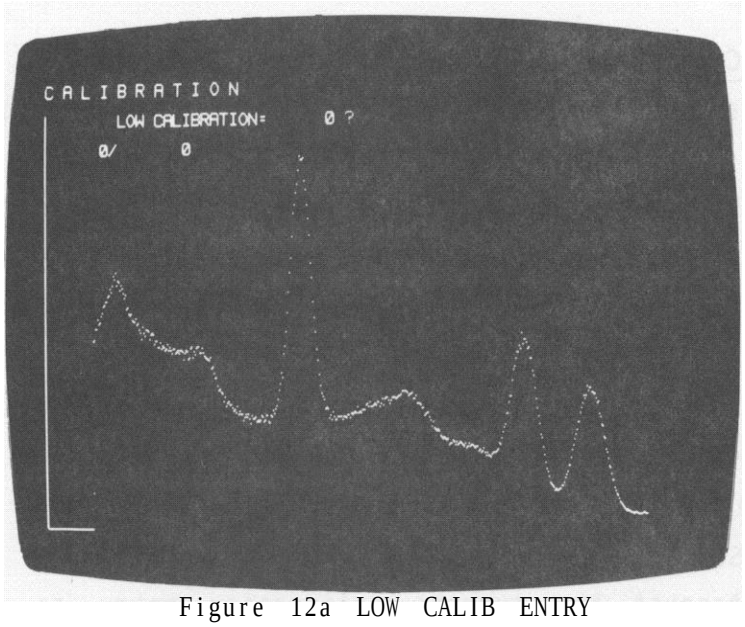

Figure 12a LOW CALIB ENTRY
d) Press CALIBICHN NO. As shown in figure 12a, the display will ask for the lower calibration value. Also, the cursor message is positioned beneath the "LOW CALIBRATION=?" message. The value on the left represents cursor channel number or, if CALIB/CHN NO. was enabled before SETUP, it represents the calibrated value. The number on the right represents cursor channel contents;